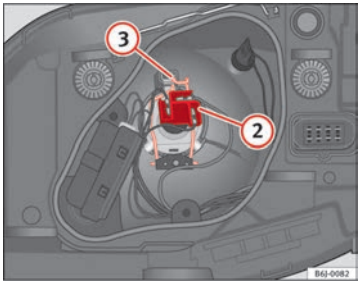

Fig. 149 Dipped beam/main beam, single headlight
– Remove the connector ⇒ fig. 149 (2) from the bulb.
– Unclip the retainer spring ⇒ fig. 149 (3) pressing inwards to the right.